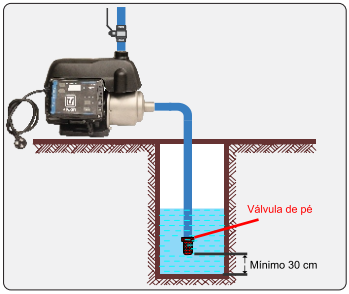

Figura 4
8.15 Quando o pressurizador for instalado acima do nível de captação, a tubulação de sucção deverá prever uma válvula de pé com crivo (válvula de fundo de poço). A válvula de pé manterá o pressurizador escorvado, ou seja, manterá o pressurizador e a tubulação de sucção preenchida com o líquido quando o sistema for interrompido (ver figura 4).
ou cisterna e deve-se garantir uma coluna de água suficiente para que não entre ar pela mesma. (ver figura 4).